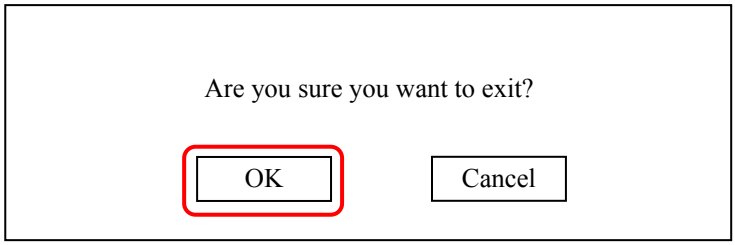

Figure B.2.6.1-6 Virtual Disk Termination window
(9) The node reboot execution window is displayed as shown in Figure B.2.6.1-7.